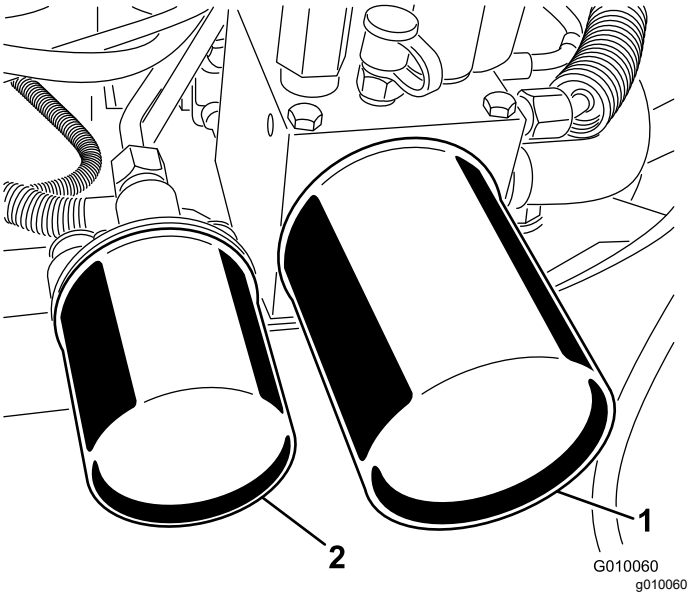

**Figure 64**
2. Place a drain pan under the filters, remove the old filters, and wipe the filter adapter gasket surface clean (Figure 64).